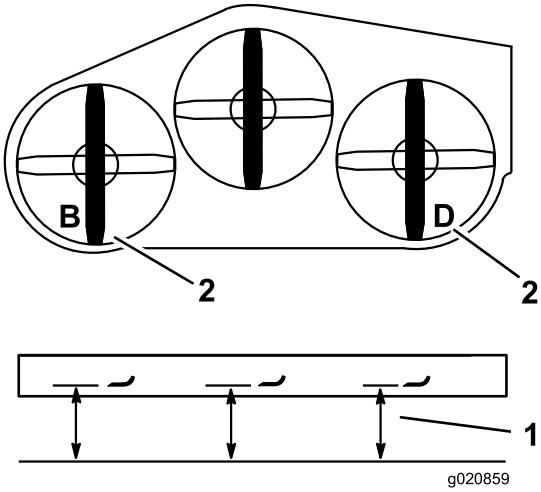

Figuur 85
2. Meet het linkermes bij punt **B**. Meet de afstand tussen een horizontaal oppervlak en de snijrand van het maaimes en noteer deze afstand (Figuur 85).
3. Meet het rechtermes bij punt **D**. Meet de afstand tussen een horizontaal oppervlak en de snijrand van het maaimes en noteer deze afstand (Figuur 85).
4. De afstand bij punt **B** mag niet meer dan 3 mm verschillen van die bij punt **D**. (Figuur 85). Indien dit niet het geval is, gaat u als volgt te werk.